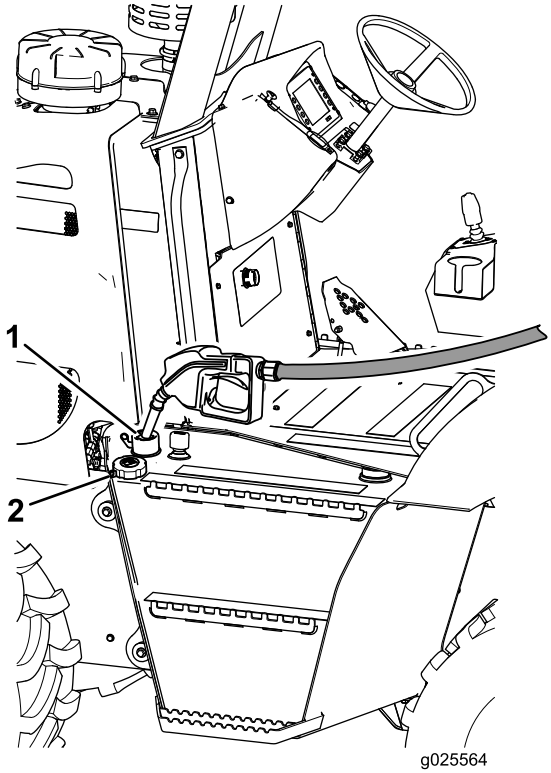

Figure 20
1. Nettoyez la surface autour du bouchon du réservoir de carburant et enlevez le bouchon (Figure 20).